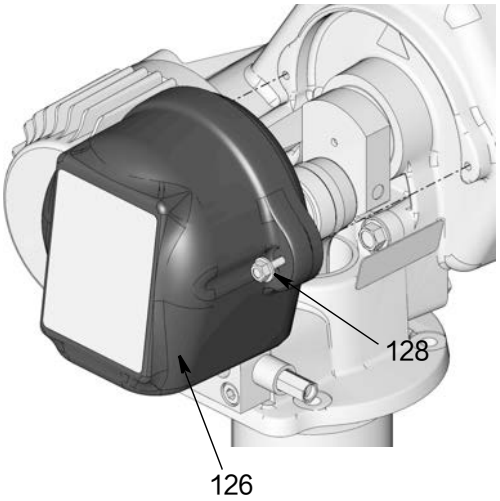

图 19
5. 松开螺栓 (128)，从 Dyna-Star 泵上拆下盖子 (126) （ 图 19 ）。